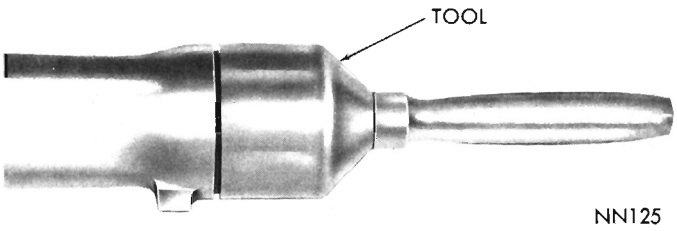

Fig. 12—Installing Extension Housing Yoke Seal
(4) To install a new seal, position seal in opening of extension housing and drive it into housing with Tool C-3972 (Fig. 12).
(5) Carefully guide front universal joint yoke into extension housing and on mainshaft splines. Connect propeller shaft to rear axle pinion shaft yoke.
(6) Fill transmission to level of fill plug (Refer to Lubrication Section).